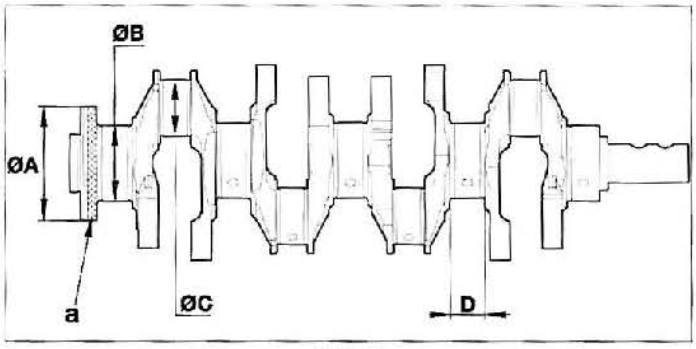

FIG. 6
Diámetro de los apoyos (B) (mm) (fig. 6):